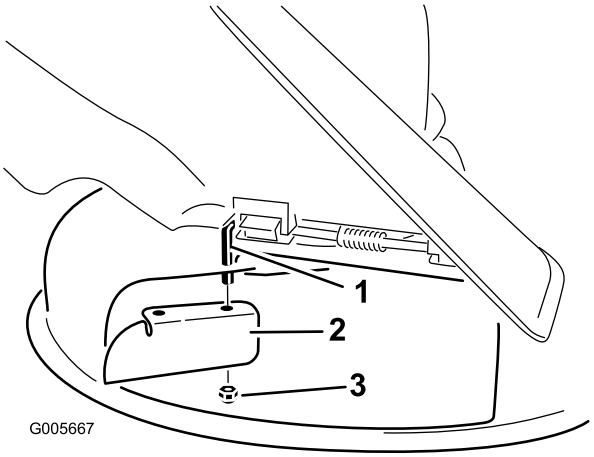

Figur 29
6. Monter græsafskærmningen på den frilagte drejestang (Figur 29). Brug den eksisterende tynde møtrik (3/8 tomme) til at fastgøre skærmen til plæneklipperen.